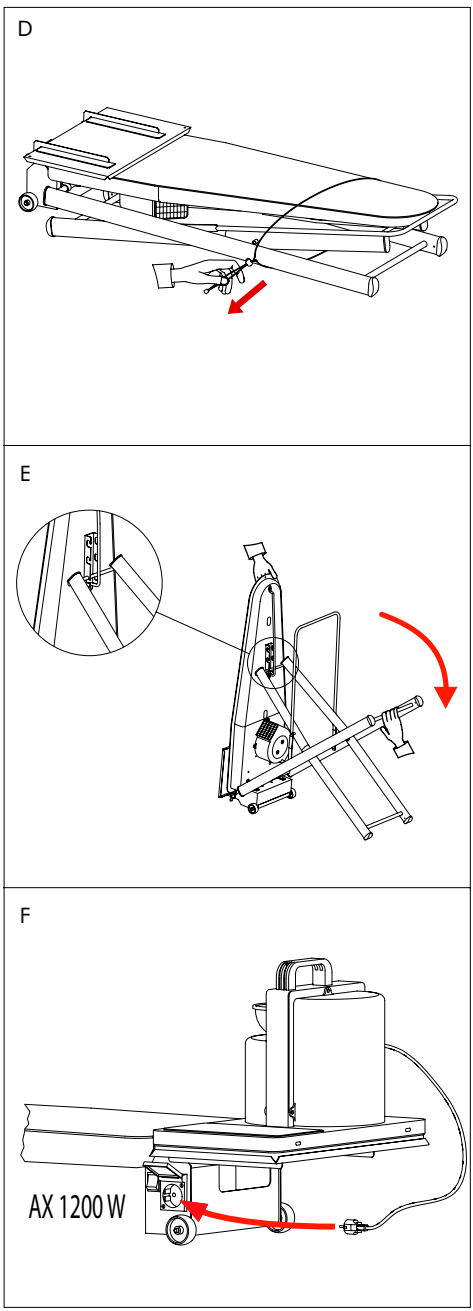

Figura 4 - Al termine dell'uso
Fare riferimento alla Figura 4
- Ripiegare il supporto sul tavolo (G - Figura 4)
- Sollevare leggermente il piano, con entrambe le mani, per farlo sganciare. Accompagnare il piano nella discesa. (H - Figura 4)
- Legare le gambe e il tavolo insieme in modo che il tavolo non si possa aprire accidentalmente. (L - Figura 4)